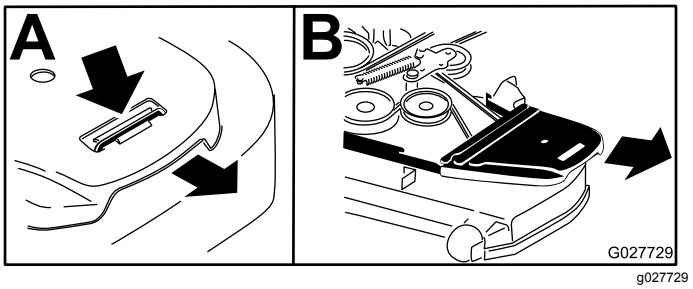

Figur 72
5. Fjern remdekslet i plast (Figur 72).
6. Fjern remdekslene (Figur 72).